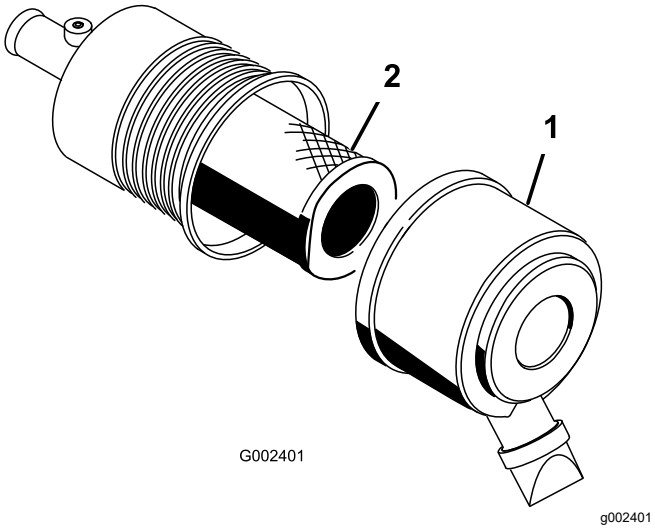

Figura 33
1. Abra los cierres del limpiador de aire y tire de la tapa del limpiador de aire para separarla de la carcasa del limpiador de aire (Figura 33).
3. Extraiga con cuidado el filtro de la carcasa del limpiador de aire (Figura 33).
5. Introduzca el filtro con cuidado sobre el tubo de la carcasa (Figura 33).
6. Instale la tapa del limpiador de aire con el lado hacia arriba, y fije los cierres (Figura 33).